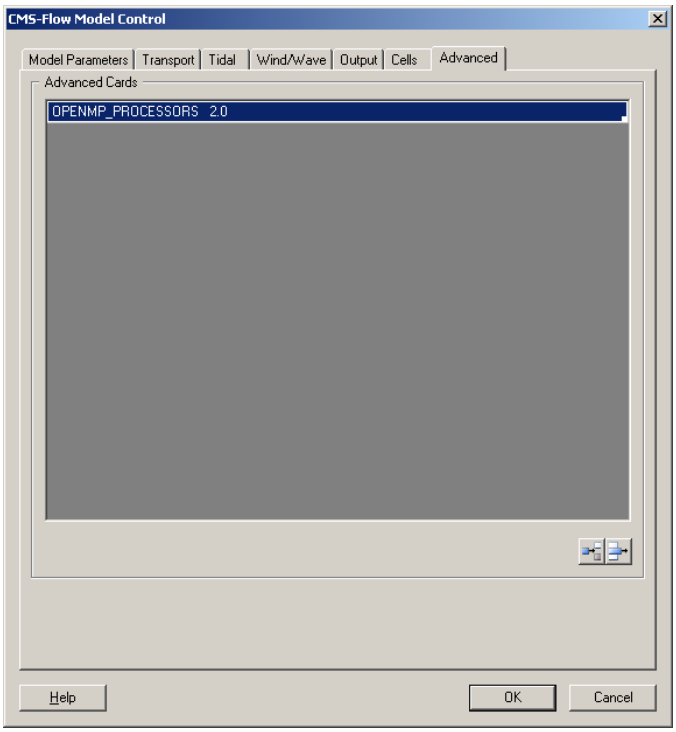

Figure 36. *CMS-Flow Model Control*: *Advanced* tab for specifying any advanced cards or modifications to CMS-Flow.
7. For the *Advanced Tab*, the option for using multiple threads or processors (in all caps, OPENMP_PROCESSORS 2.0) can be set up following Figure 36, *OK*.